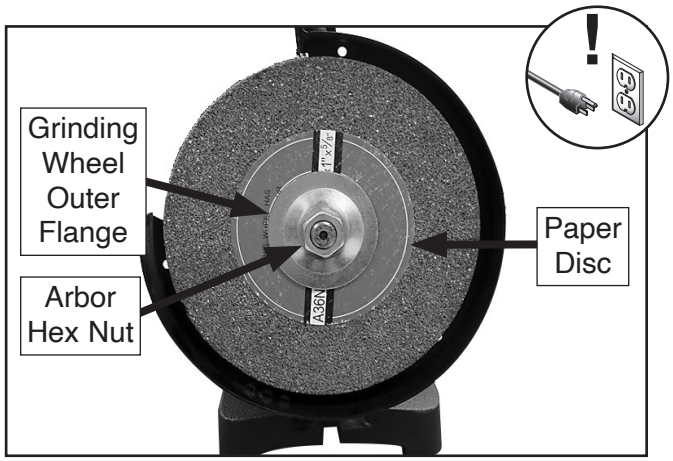

Figure 18. Outer wheel guard removed.
3. Remove arbor hex nut (see **Figure 18**).